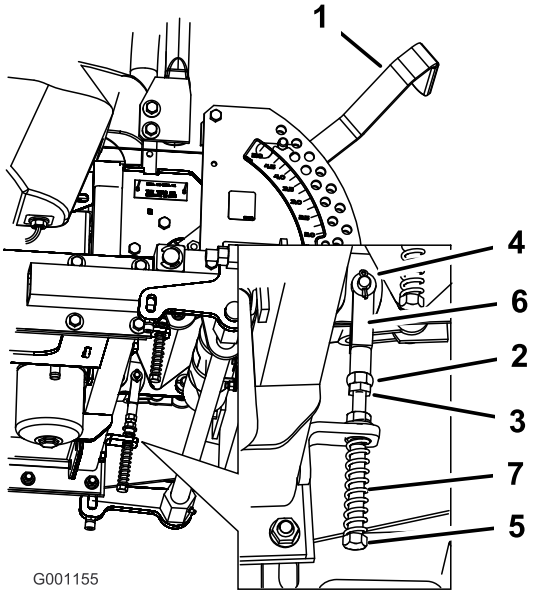

Figur 68
8. Hvis det er nødvendig med justering må du løsne på mutteren og låsemutteren mot krysshodet (Figur 68).
9. Legg på lett trykk bakover på kontrollspakene, vri hodet på justeringsbolten i korrekt retning inntil kontrollspaken er sentrert i nøytral, låst stilling (Figur 68).
10. Stram mutteren og låsemutteren (Figur 68).